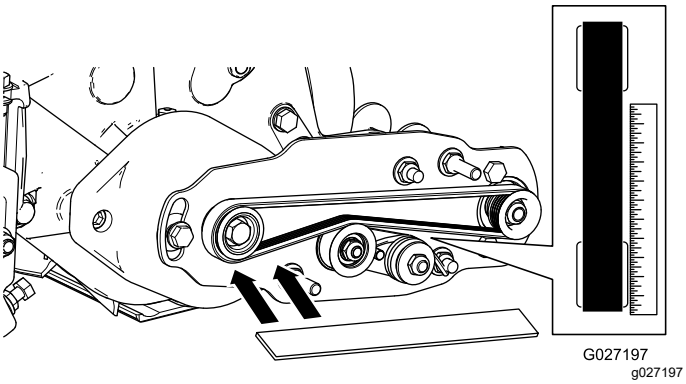

Figur 18
- Legg en rett kant langs den ytre siden av **drivremskiven ().** Figur 18 **Ikke** legg den rette kanten over både den drivende og den drevne remskiven.